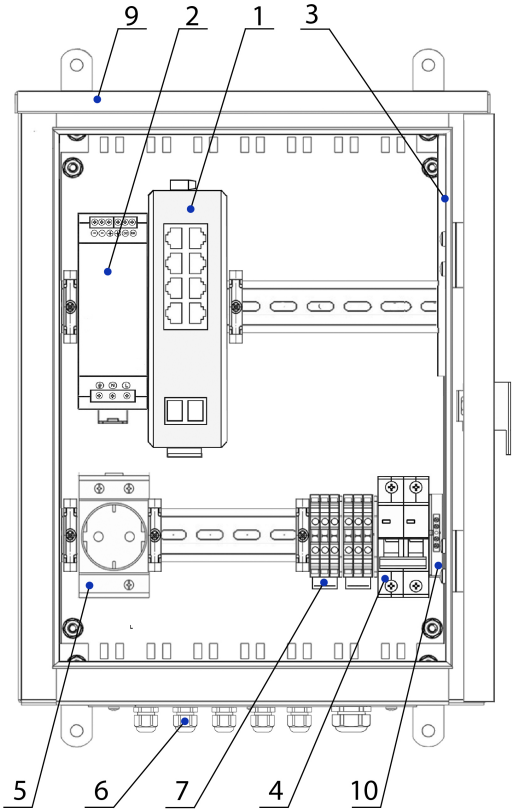

Рис.1
## СОСТАВ ИЗДЕЛИЯ (СМ. РИС.1)
1. Заземлить изделие при помощи зажима наборного 10 (рис.1).
5. Подключить кабель питания к входу автомата питания 4 (рис.1).